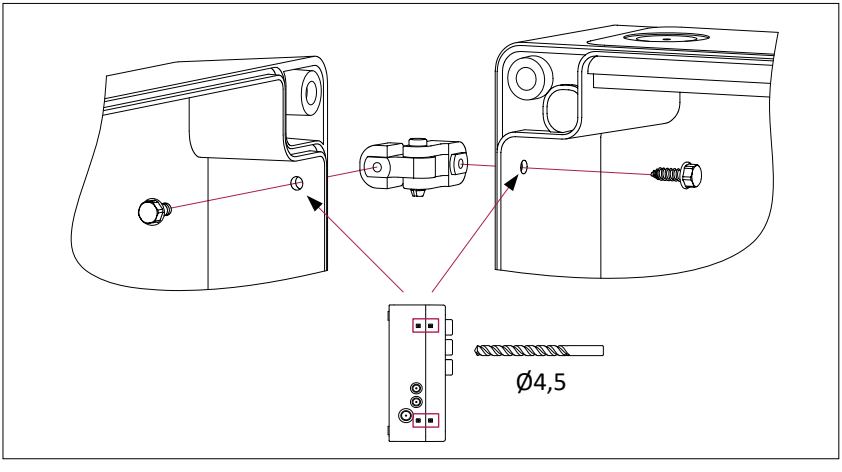

Abbildung 6
- Wählen Sie aus, in welche Richtung sich die Gehäuseabdeckung öffnen lässt, und installieren Sie sie mit den Schrauben und dem Scharnierschlüssel (**Abbildung 6**). Bohren Sie zunächst sorgfältig Löcher Ø4,5 mm an den dafür vorgesehenen Stellen des Deckels und des Gehäusebodens. Die Abbildung zeigt die Montage der Scharniere links (Deckelöffnung nach links).